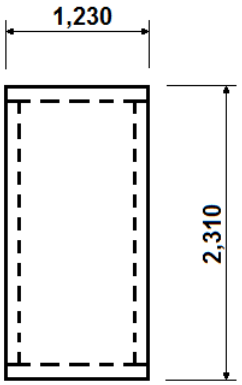

FIGUUR 5 (5)
3.1 FIGUUR 5 toon 'n ronde tenk wat van 'n 10 mm warmgewalste dunplaat gemaak is. Die tenk is verseël met 'n deksel en 'n basis aan die onderkant.